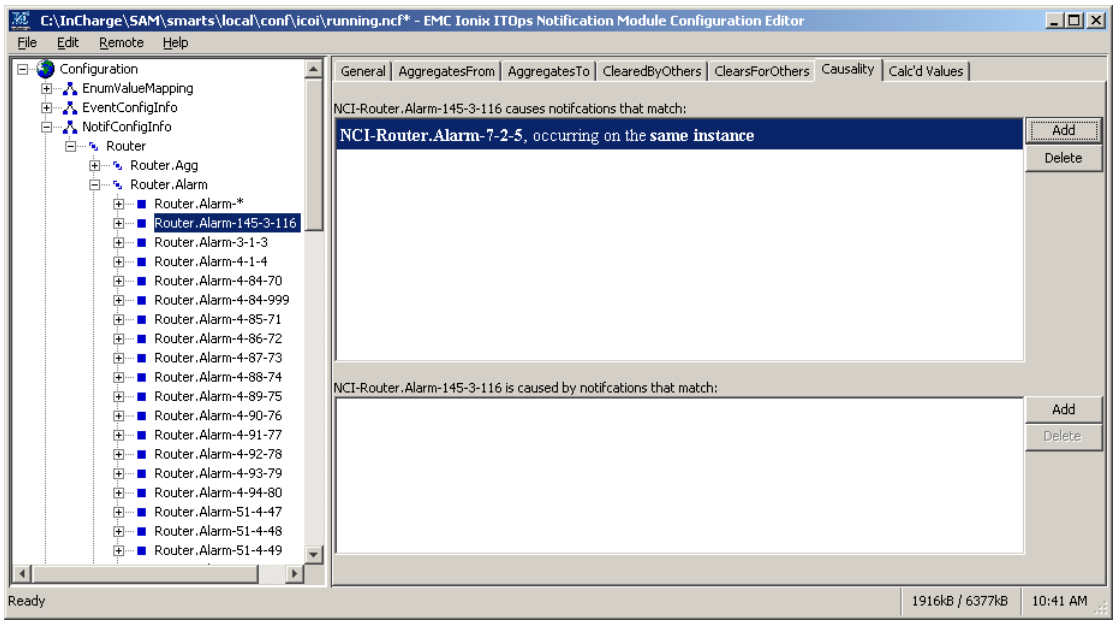

Figure 22 Causality tab shows NCI-Router.Alarm-145-3-116 cause NCI-Router.Alarm-7-2-5
5. The **Causality** tab for `NCI-Router.Alarm-145-3-116` now shows that it causes `NCI-Router.Alarm-7-2-5`, as shown in Figure 22 on page 55.